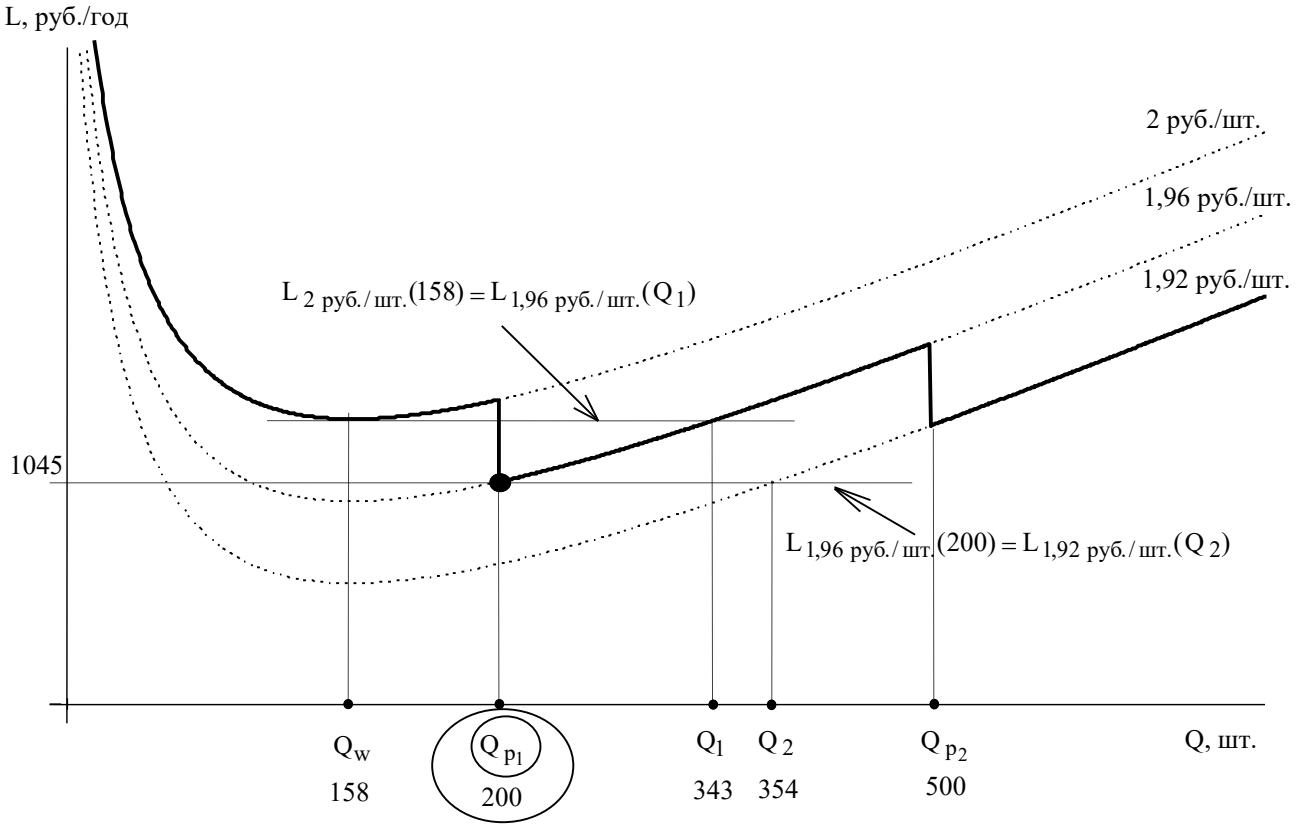

Рис.10 Решение задачи №2 с двумя скидками
1. Строим пунктирными линиями графики трех функций затрат и обозначаем на них соответствующие цены $c = 2$, $c_1 = 1{,}96$ и $c_2 = 1{,}92$ (рис.10). Строим на графике точку, соответствующую Q_w.